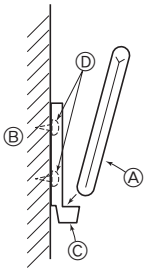

Fig. 7-5
7.3.1. Fernbedienung (Fig. 7-5)